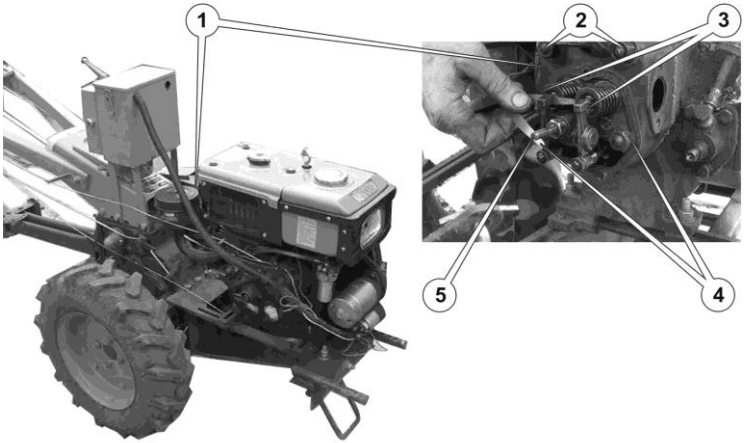

Рисунок 38. – Відкрита головка циліндра
2. Необхідно перетягнути 4 гайки. Зніміть кришку клапанів, щоб мати доступ до гайок (4) (див. рис. 38.)